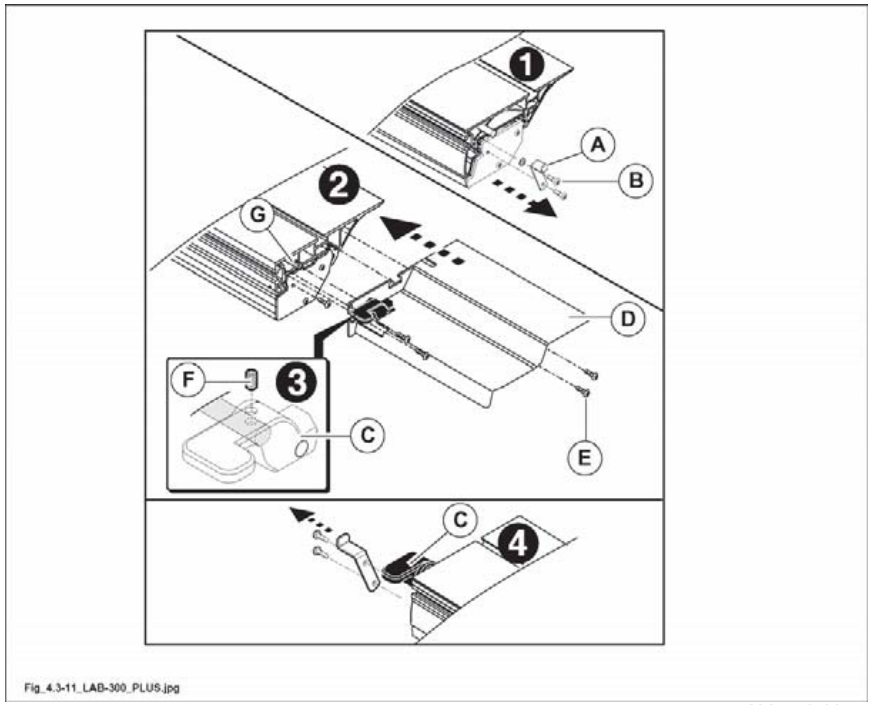

Abb. 4.3-11
1) Nehmen Sie das Befestigungsblech (A Abb. 4.3-11).
2) Schrauben Sie die Schraube (B Abb. 4.3-11) wieder fest.
3) Setzen Sie den Befestigungshebel (C Abb. 4.3-11) an der Öffnung des Verschlussstopfens (D Abb. 4.3-11) an.
4) Führen Sie den Verschlussstopfen (D Abb. 4.3-11) an den Wagen heran und stellen Sie sicher, dass die Tische gefluchtet sind; ziehen Sie die 4 Schrauben (E Abb. 4.3-11) fest.
5) Ziehen Sie die Madenschraube (F Abb. 4.3-11) fest und stellen Sie sicher, dass sie in die Öffnung des Zapfens (G Abb. 4.3-11) eindringt.
Der Hebel (C Abb. 4.3-11) dient dazu, den Wagen in der Ruhestellung (Wagen geschlossen) und in der Stellung zum Laden der zu bearbeitenden Werkstücke (Wagen an den Endanschlag rechts geschoben) zu sperren.